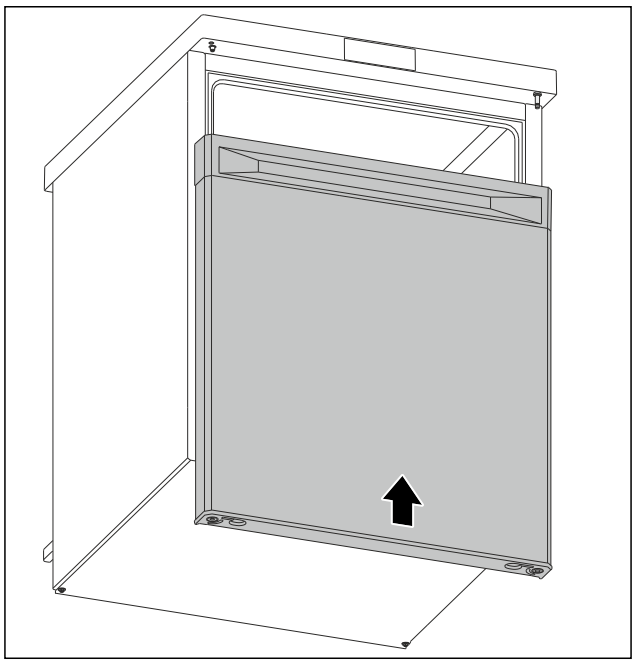

Fig. 13
▶ Împingeți ușa în stare închisă pe bolțul superior. (vezi Fig. 13)